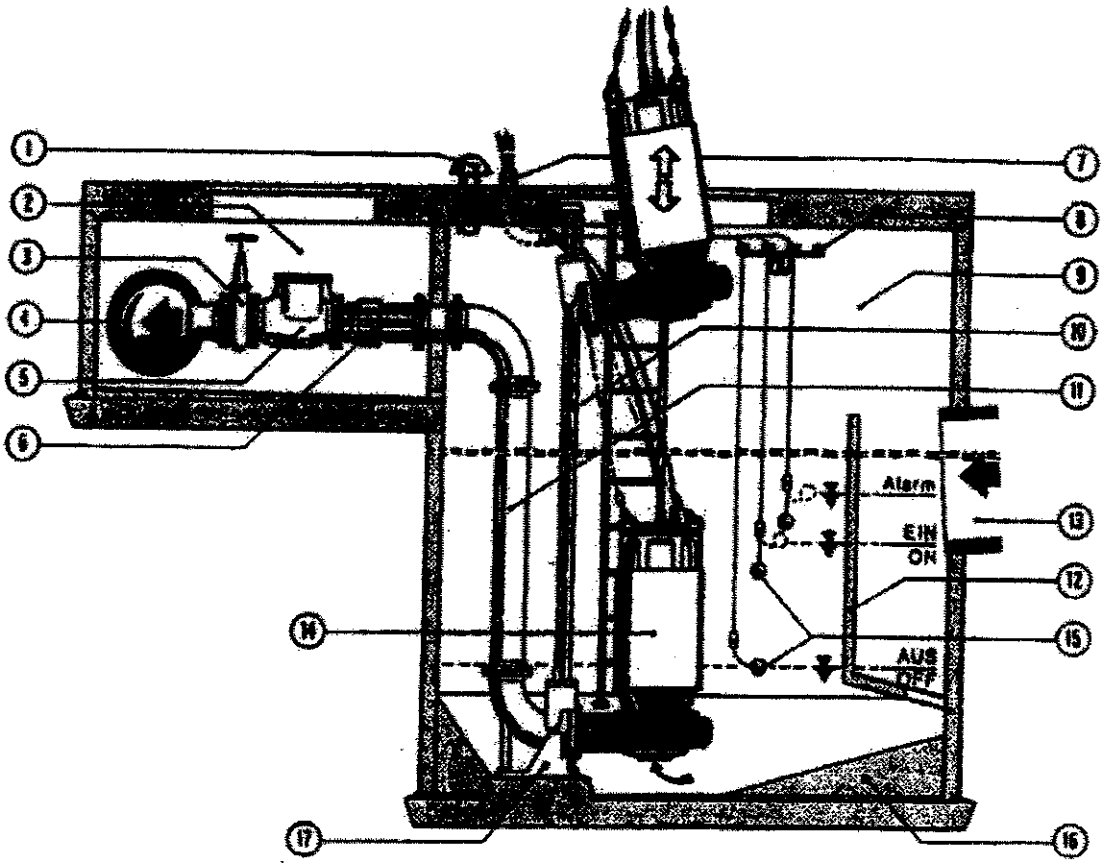

Rys. 7. Instalacja zatapialna pomp AFP 1501 – 6004 na stopie sprzęgającej.
- Instalacja zatapialna, stacjonarna (rys. 7),